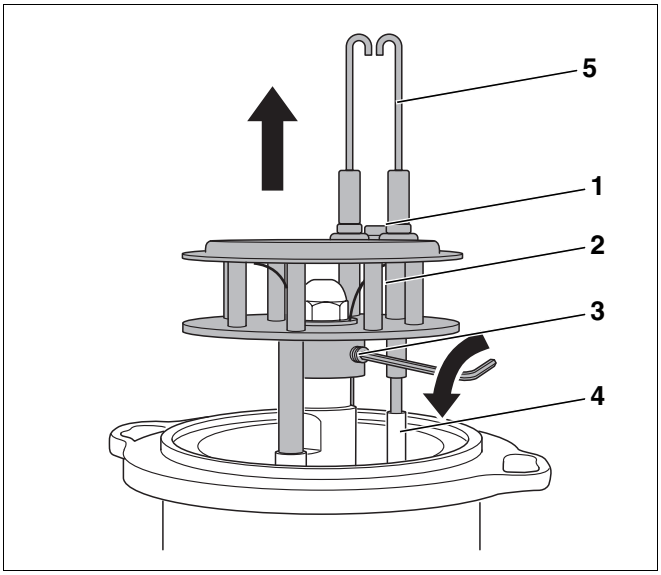

Abb. 25 Mischsystem demontieren
- Schraube (Abb. 25, **Pos. 1**) zwischen den Zündelektroden lösen.
- Zündleitungen (Abb. 25, **Pos. 4**) abziehen.
- Zündelektrode (Abb. 25, **Pos. 5**) ausbauen.
- Gewindestift (Abb. 25, **Pos. 3,** Seite 26) lösen und Mischsystem (Abb. 25, **Pos. 2**, Seite 26) nach oben abziehen.